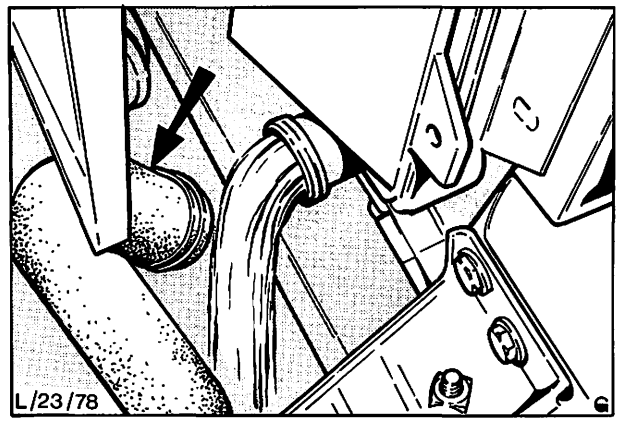

Abb. 138 Unteren Kühlerschlauch zum Ablassen des Kühlmittels abschließen
5. Kühlmittel teilweise ablassen, dazu unteren Kühlerschlauch vom Kühler abschließen und Kühlmittel ablaufen lassen, Abb. 138.